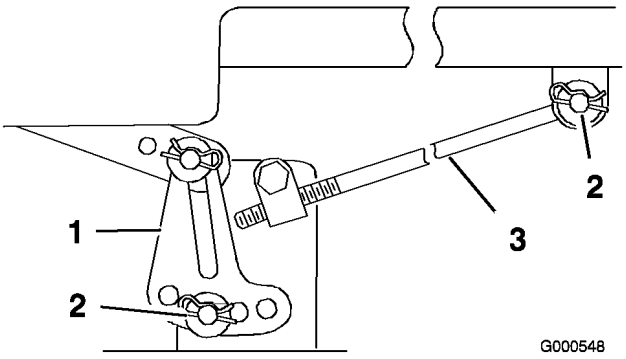

Figure 47
Remarque: Avant de déposer le plateau de coupe, notez les trous de fixation des pattes de mise à niveau (Figure 47).
5. Retirez la goupille fendue et la rondelle de la tige de réglage (Figure 47) de chaque côté du plateau de coupe.
6. Retirez la goupille fendue et la rondelle des pattes de mise à niveau (Figure 47) de chaque côté du plateau de coupe. Notez le trou de montage de la patte de mise à niveau en prévision de la repose. Dégagez les pattes de l'axe de montage.
5. Fixez la tige de réglage avant à la machine à l'aide de la rondelle et de la goupille fendue (Figure 47) de chaque côté du plateau de coupe.
6. Glissez les pattes de mise à niveau sur les axes de montage et fixez-les à l'aide des rondelles et des goupilles fendues (Figure 47).